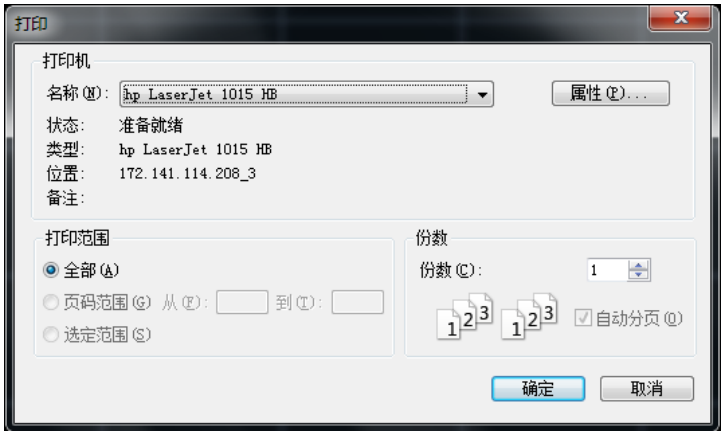

图 3.28 打印对话框
- 按下前面板【打印】键，弹出打印设置对话框，如图 3.28 所示。